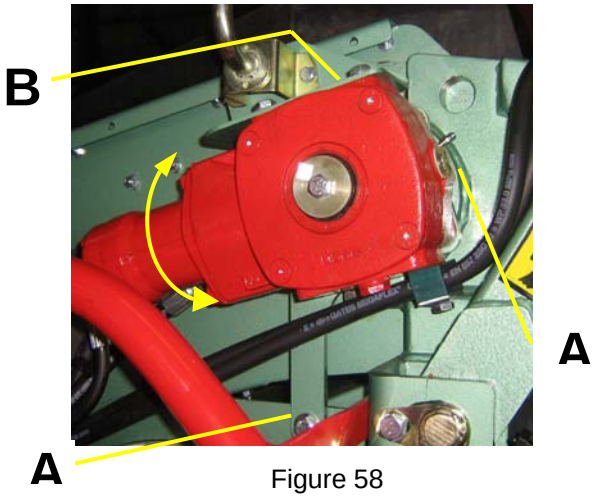

Figure 58
Pour vérifier ou refaire le niveau du boîtier de renvoi d'angle sur la figure 58 seulement, procéder comme suit :
- Dévisser le boulon (figure 58 repère C) et faire pivoter vers le haut le boîtier de renvoi d'angle jusqu'à l'horizontale afin de vérifier ou refaire le niveau par l'œilleton de contrôle (repère A figure 58). Une fois cette opération effectuée, faire pivoter vers le bas le boîtier de renvoi d'angle et refixer-le.